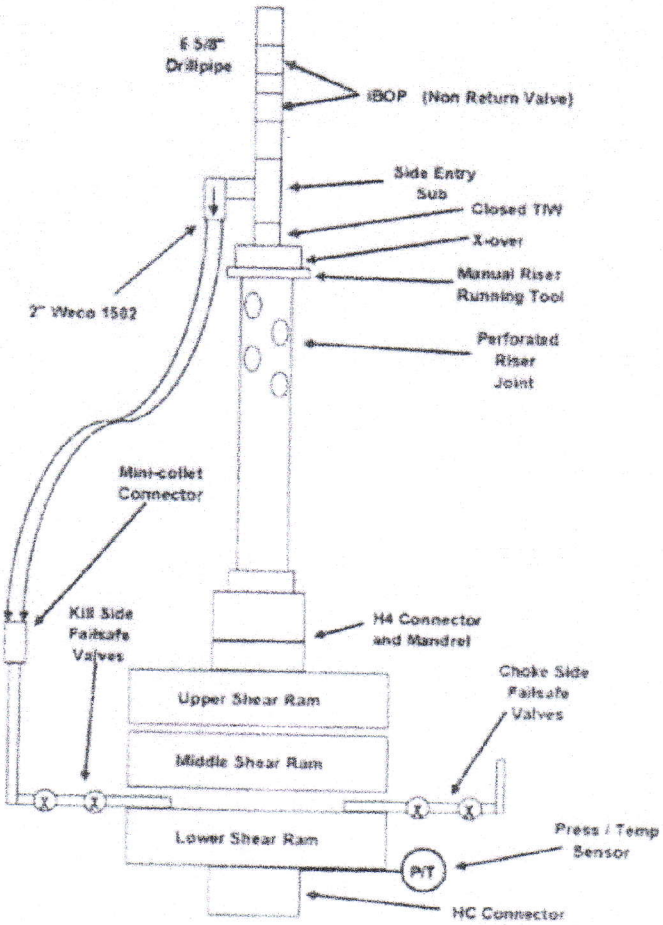

Figure 1: Capping Stack Running Diagram
- Make up and run the Capping Stack assembly on the aft rotary of the Discoverer Inspiration (DIN). The current running assembly includes a method for glycol injection into the base of the Capping Stack and a perforated riser joint above for venting (Figure 1)